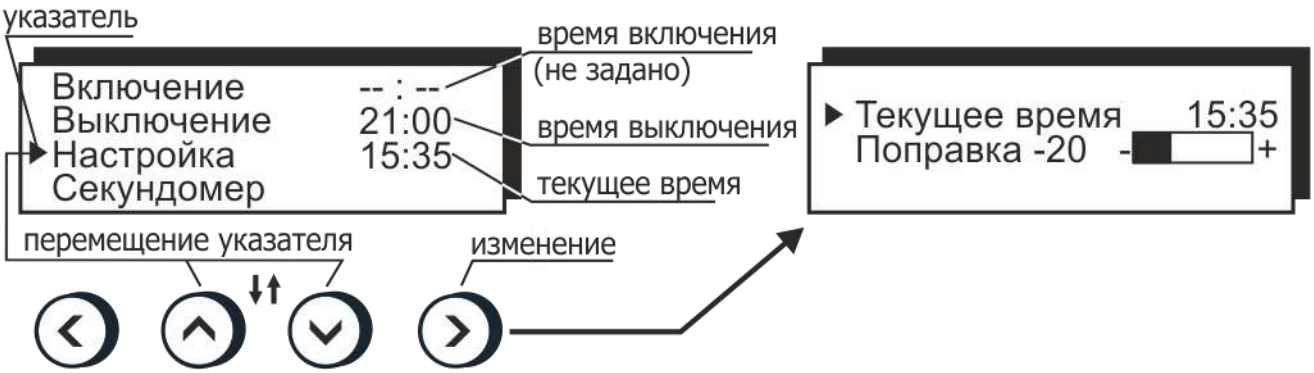

Рисунок 9 — Управление встроенными часами
- нажатиями кнопок (▲) и (▼) установить указатель против нужного времени: включения или выключения (рисунок 9);
- нажатиями кнопок (▲) и (▼) установить указатель против пункта “Секундомер” (рисунок 9);